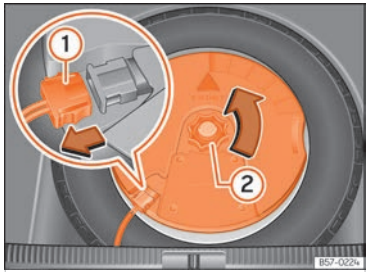

Fig. 184 En el maletero: desmontar el subwoofer.
- Desconecte el cable del altavoz subwoofer ››› fig. 184 ①.
- Gire la ruedecilla de fijación en sentido contrario a las agujas del reloj ››› fig. 184 ②.